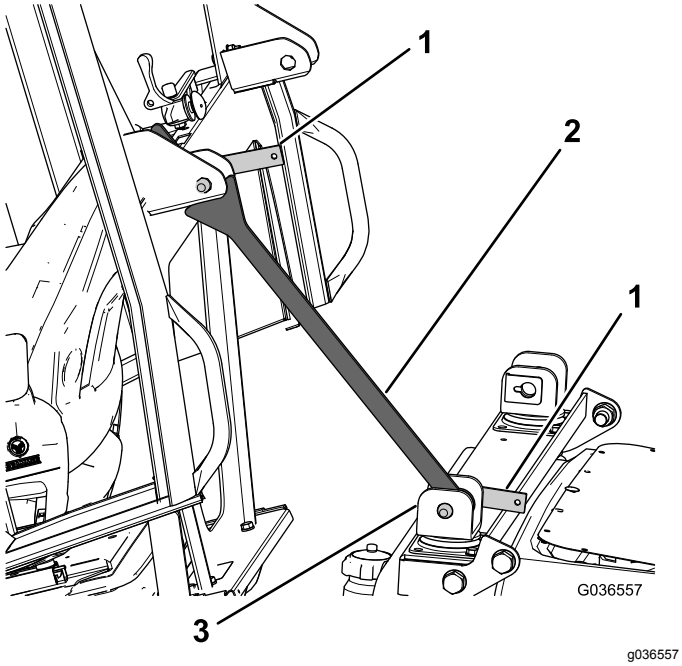

Figura 22
C. Una vez que se haya fijado el soporte de seguridad, el soporte del travesaño debe girarse hacia la cabina para que descanse sobre el soporte de la parte trasera de la cabina (Figura 22).
D. Inserte la otra palanca de bloqueo a través del soporte superior para asegurar que el soporte de seguridad no se mueva (Figura 22).